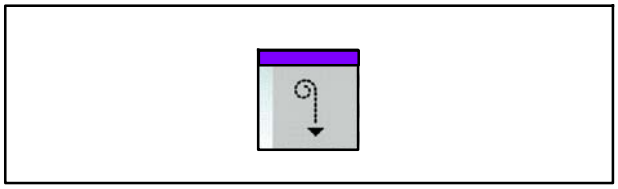

Fig. 204 Touche Fermer la porte roulante
30. Appuyer simultanément sur les deux touches Fermer la porte roulante (Fig. 204) (commande bimanuelle) jusqu'à ce que la porte roulante soit fermée